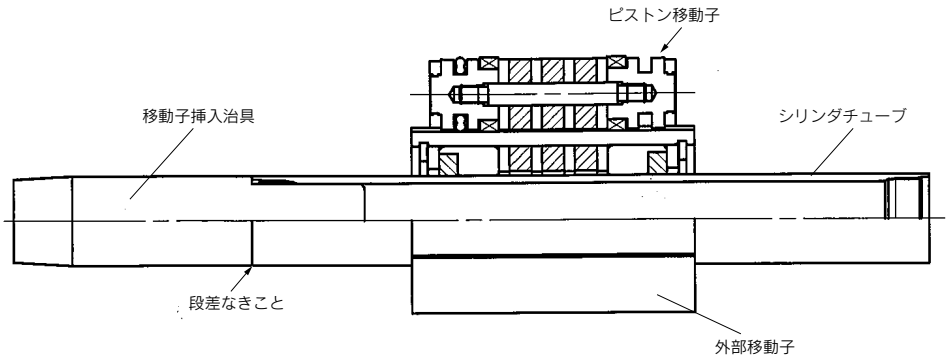
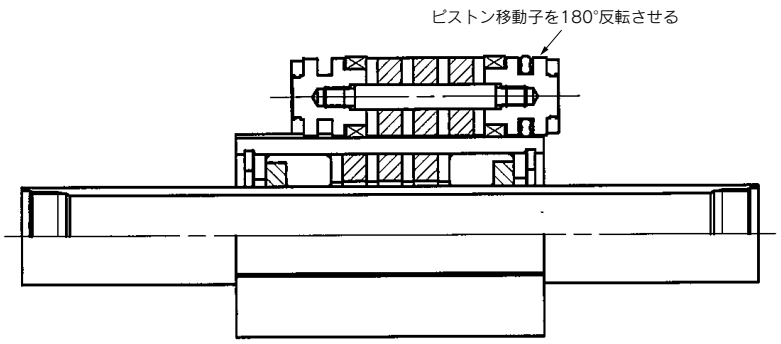

図5 正しい方向性(各移動子の中心に位置する)(ø10)
図6 間違った方向性(各移動子の中心に位置しない)(ø10)
(3)図6のようにピストン移動子が外部移動子の中央で吸着できない場合は、ピストン移動子を180°反転して図5のようにしてください。間違った方向で各移動子をシリンダチューブに挿入すると、正常な磁石保持力は発生しません。
(5)各移動子が図5の状態であることを確認したうえ、グリースを塗布した外部移動子をシリンダチューブに挿入してください。